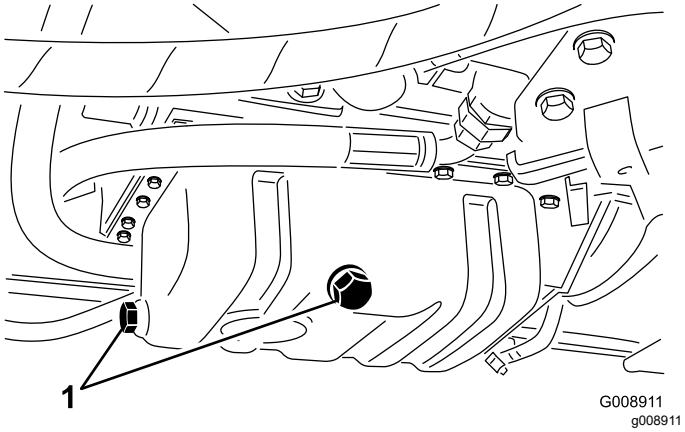

Figur 47
1. Fjern en av tappepluggene (Figur 47) og la oljen renne ut i en beholder. Når oljen slutter å renne, setter du tappepluggen på igjen.